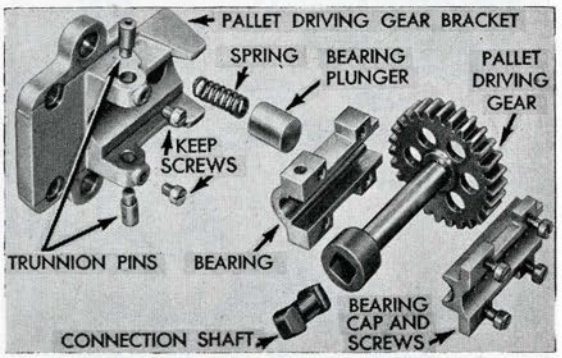

Figure 259
14. Replace pallet driving-gear bracket (Fig. 259):
16. Replace pallet driving gear and bearing (Fig. 259):